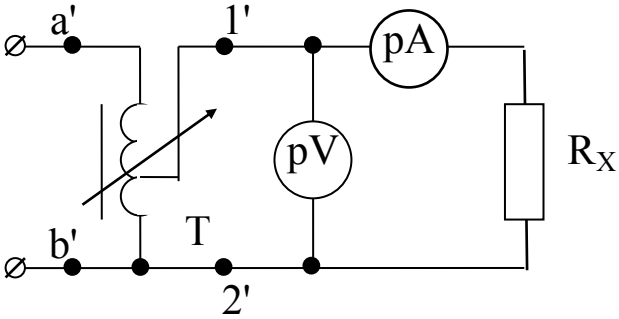

Рис. 7.2
3.2. Не изменяя значения сопротивления R_X и движка ЛАТРа включите вольтметр по схеме рис. 7.2 и сделайте аналогичные измерения, как и в предыдущем опыте.